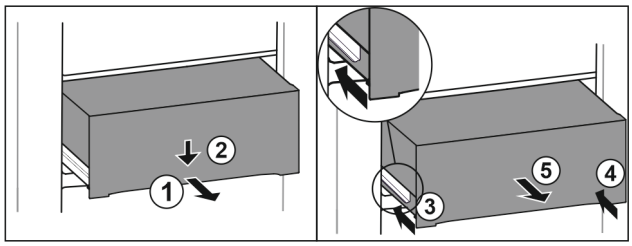

Fig. 142
▶ Extrageți pe jumătate sertarul. *Fig. 142 (1)*
▶ Apăsați în jos sertarul pe partea frontală. *Fig. 142 (2)*
▶ Inserați șina stângă aproximativ 2 cm. *Fig. 142 (3)*
▶ Inserați șina dreaptă aproximativ 2 cm. *Fig. 142 (4)*
▶ Extrageți sertarul spre înainte. *Fig. 142 (5)*